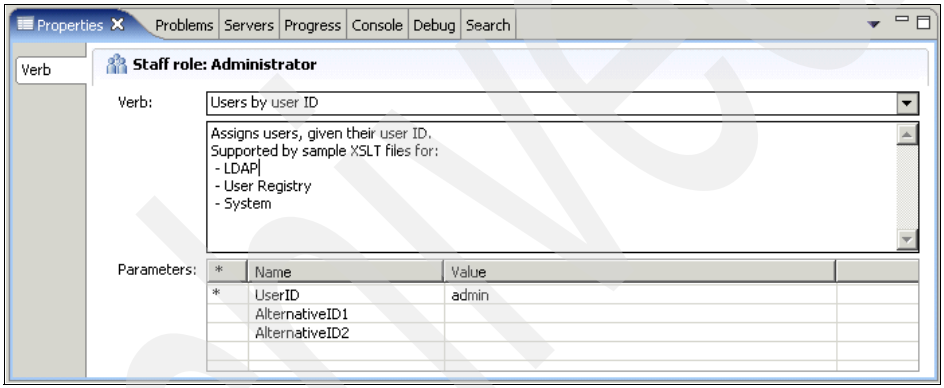

Figure 13-68 ApproveScheduleDate Receiver Settings Administrator properties
4. In the ApproveScheduleDate window (Figure 13-68), complete these steps: